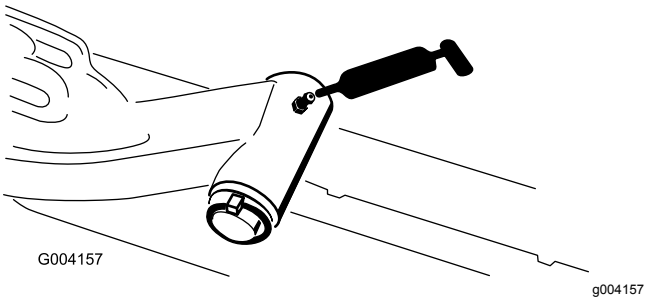

Рисунок 39
- Ось поворота подъемного рычага (по 1 шт.) (Рисунок 39)